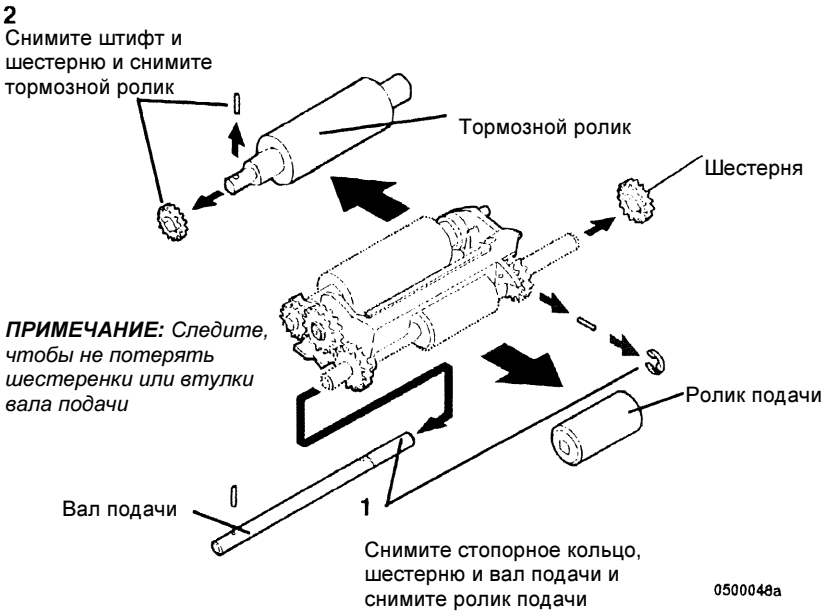

Рисунок 3 Снятие ролика подачи или тормозного ролика DSDF
4. (Рисунок 3): Снимите ролик подачи или тормозной ролик DSDF.